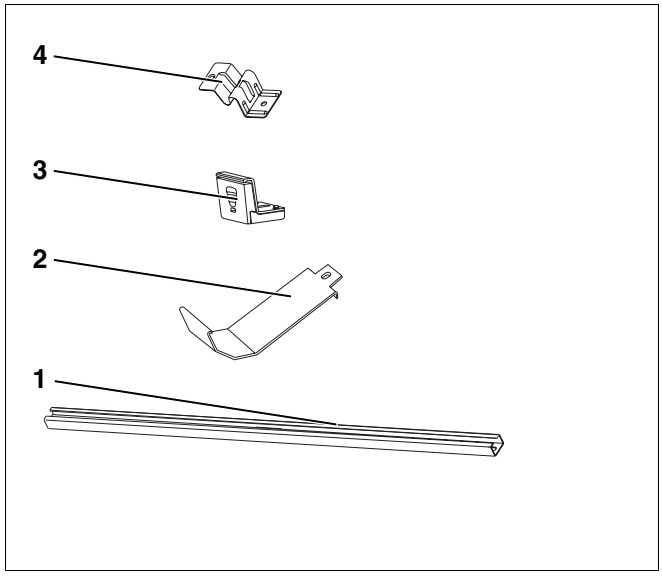

Afb. 2 Basisset
4.2.1 Basisset (per collectorveld voor de eerste collector) – afb. 2